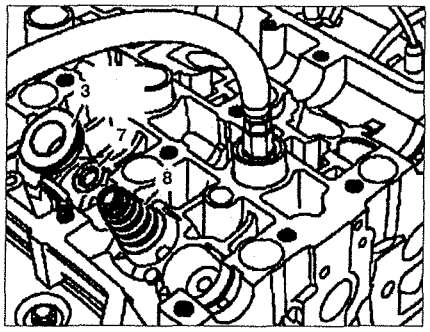

Рис. 2.44. Установите пружину и фиксатор пружины.
14. Установите пружину **8** и фиксатор пружины **7** (см.рис.2.44).